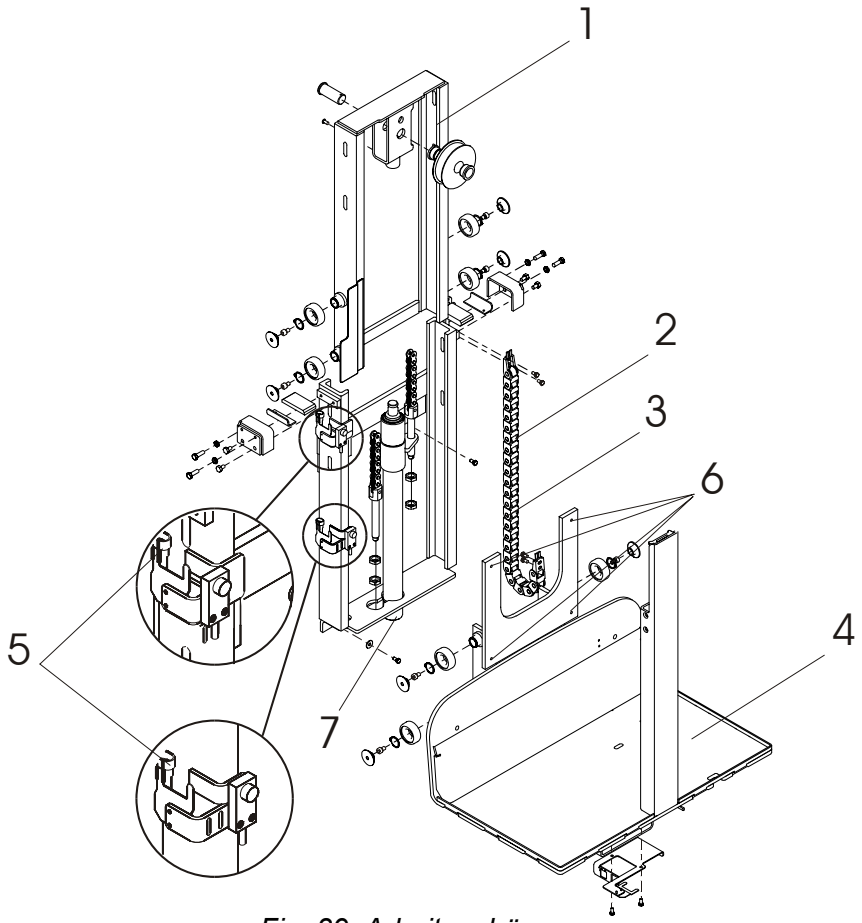

Fig. 39 Arbeitsgehäuse
- Entfernen Sie die 4 Schrauben Fig. 39(6), die das Arbeitsgehäuse befestigen.
- Entfernen Sie den Hydraulikschlauch Fig. 39 (7) vom Hubzylinder.
Das Arbeitsgehäuse Fig. 39 (1) muss in einem Container für Eisen- und Stahlabfälle entsorgt werden.
Der Kabelbaum Fig. 39 (3) muss in einem Container für Kabel entsorgt werden.
Der Teppich Fig. 39 (4) muss in einem Container für gefährliche Abfälle entsorgt werden.
Der Messfühler Fig. 39 (5) muss in einem Container für elektronische Abfälle entsorgt werden.